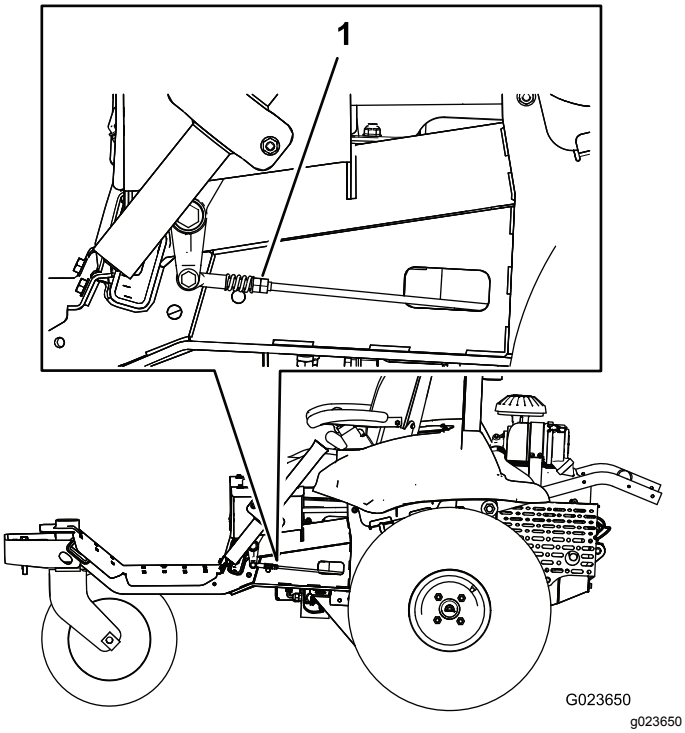

Figuur 61
7. Draai aan de ene kant van de machine traag aan de dubbele moeren van de verbinding (Figuur 61) tot het wiel aan die zijde gaat draaien. Draai de dubbele moeren vervolgens in de andere richting tot het wiel in de andere richting gaat draaien.